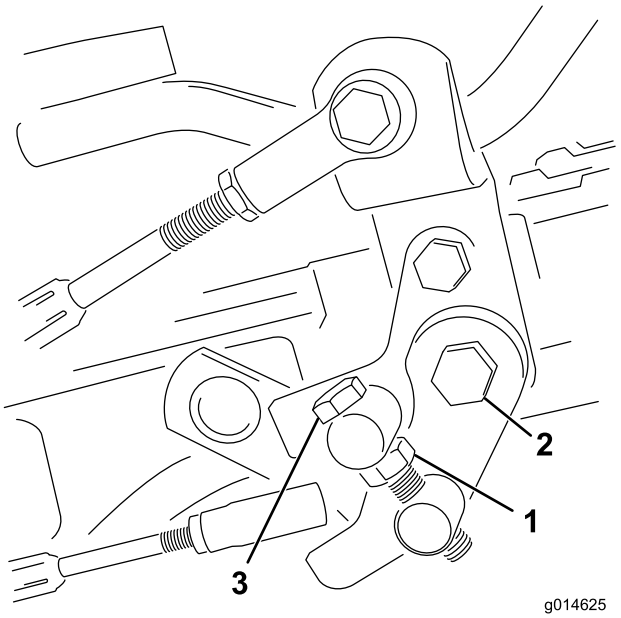

**Figuur 50**
1. Draai de contramoer op de draaitapbout los (Figuur 50).
4. Draai de contramoer op de draaitapbout en de moer op het scharnierpunt van het pedaal vast om de afstelling te vergrendelen (Figuur 50). Controleer de afstelling en stel nogmaals af indien dit nodig is.